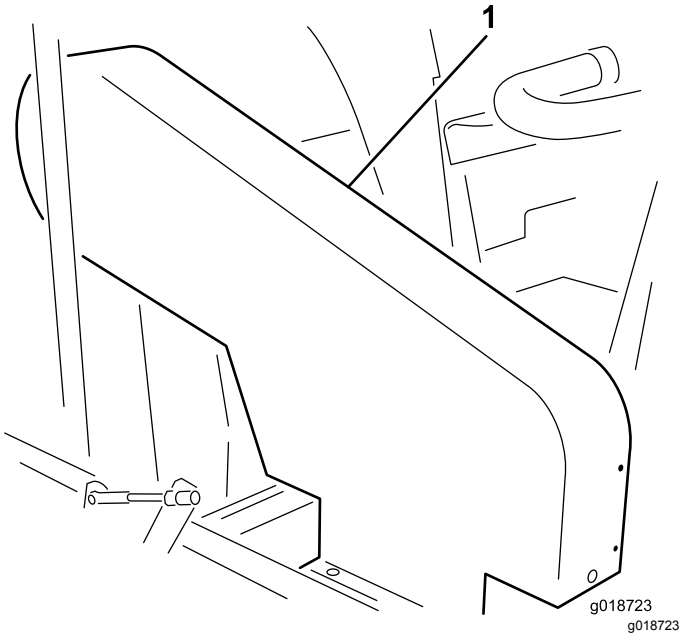

Figure 19
Remarque: Il n'est pas nécessaire de déposer le protège-courroie supérieur (Figure 19) pour contrôler la tension de la courroie. Si vous déposez le protège-courroie, retirez les 4 boulons, rondelles et écrous qui le fixent sur le cadre. N'utilisez jamais la machine sans les protège-courroie.
Contrôlez la tension de la courroie en exerçant une force de 18 à 22 N sur le brin à mi-chemin entre la poulie de la turbine et la poulie d'embrayage. La courroie doit présenter une flèche de 1,3 cm. Si la flèche n'est pas correcte, voir Réglage de la courroie d'entraînement de la turbine (page 26). Si la flèche est correcte, continuez normalement (Figure 19).
Contrôlez la tension de la courroie en exerçant une force de 18 à 22 N sur le brin à mi-chemin entre la poulie d'arbre intermédiaire et la poulie d'embrayage. La courroie doit présenter une flèche de 6 mm. Si la flèche n'est pas correcte, voir Réglage de la courroie de l'arbre intermédiaire (page 27). Si la flèche est correcte, continuez normalement (Figure 19).
1. Retirez les 4 boulons, rondelles et écrous qui fixent le carénage supérieur au cadre (Figure 19).